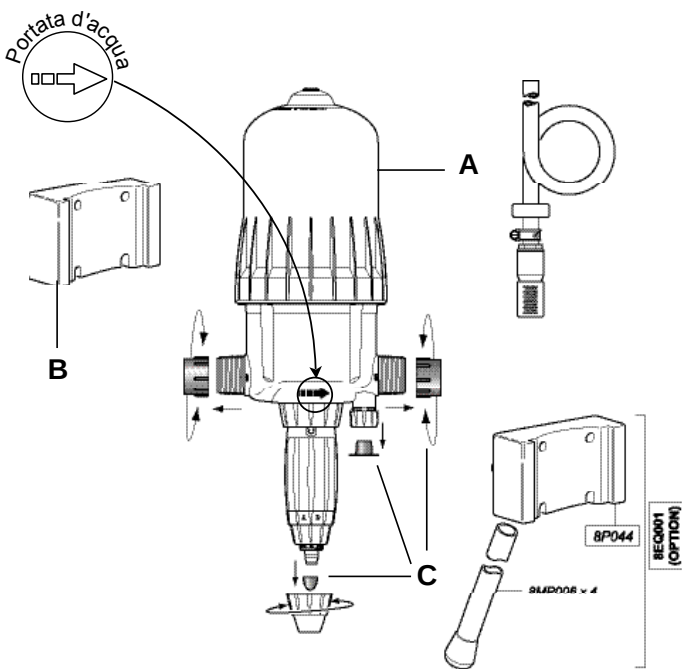

Fig. 1
- Introdurre l'incastro a coda di rondine del Dosatron (**Fig. 1-A**) nel supporto murale (**Fig. 1-B)**.
- Rimuovere i tappi di protezione (**Fig. 1-C**) che ostruiscono gli orifici del suo DOSATRON prima di collegarlo alla rete d'acqua.